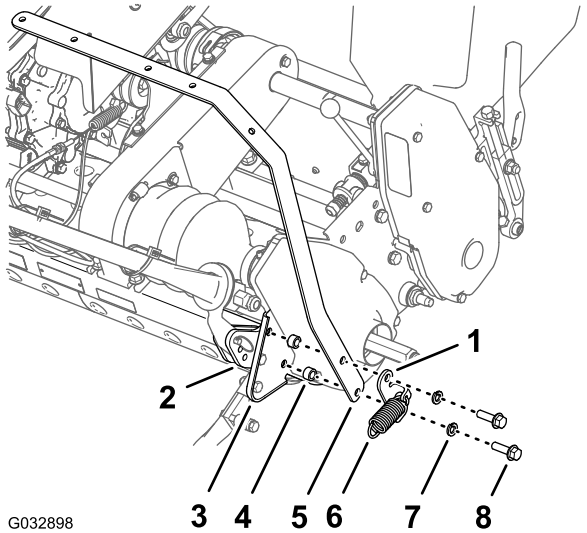

Figuur 5
7. Monteer de veerbeugel, rechter steun voor de lampset, 2 afstandsstukken, en de rechter-zijplaat op het buitenoor van het achterframe (Figuur 5) met de 2 flenskopbouten (3/8"x 1-1/4") en 2 veerringen (3/8"), verwijderd in stap 6.